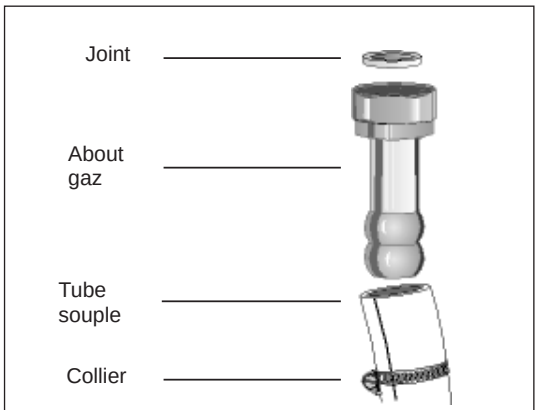

Fig. 6
- Veillez à l'enfoncer suffisamment et à le **fixer avec un collier (figure 6)**.